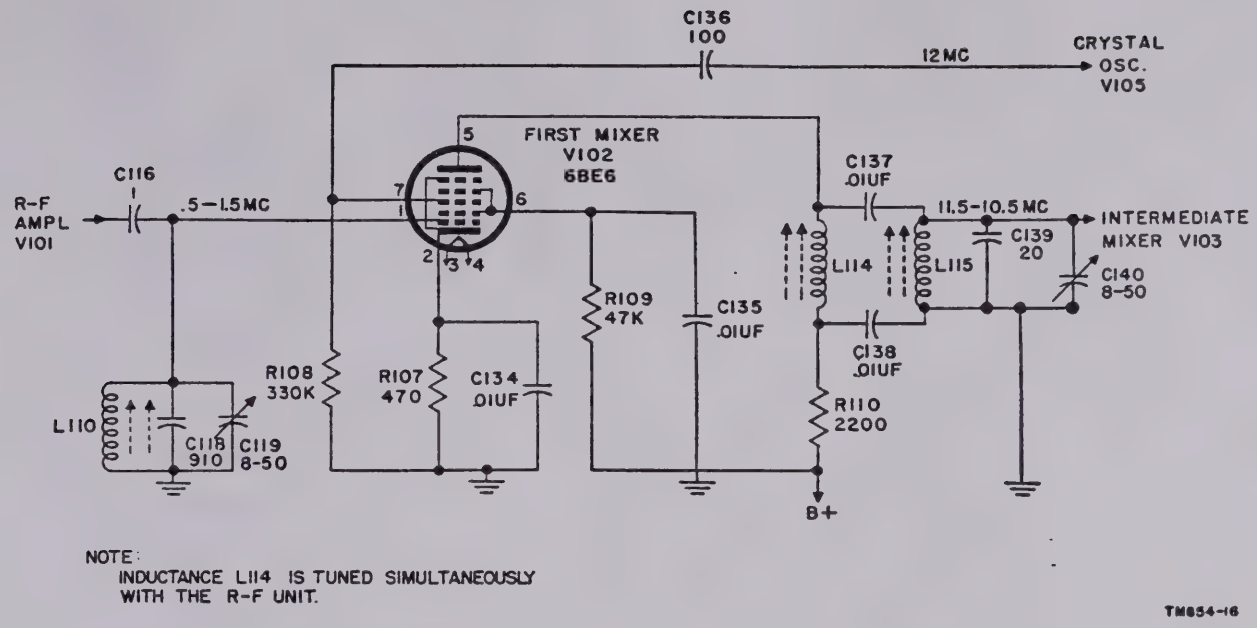

Figure 16. First mixer, tuning step 1 only, schematic diagram.
a. Tuning Step 1 (.5 to 1.5 MC). In tuning step 1 (fig. 16), the signal voltage is heterodyned with a 12-mc signal from the crystal oscillator, V105, so that the usable output of the mixer will be between 11.5 to 10.5 mc. Capacitor C116 couples the output of r-f amplifier V101 to the grid (pin 1) of the first mixer tube, V102. The mixer grid r-f circuit consists of permeability-tuned inductor L110, fixed trimmer capacitor C118, and alinement trimmer capacitor C119. The .5- to 1.5-mc signal is applied to what is normally called the oscillator grid and the 12-mc oscillator signal from the crystal oscillator, V105, is applied to the control grid (pin 7) of the first mixer tube, V102. The 12-mc oscillator signal is applied through capacitor C136 and across the grid resistor R108 which is connected between pin 7 grid and ground. Electronic mixing of the two injected voltages results in the usual sum, difference, and original voltages being produced and present in the plate current stream. The difference voltage (11.5 to 10.5 mc) r-f signal is selected by the tuned circuit in the mixer plate circuit for application to the succeeding stage, the intermediate mixer, V103. The signal voltage is developed across the plate load inductor, L114, which is permeability-tuned as part of the ganged slug racks. The developed r-f voltage is impedance-coupled into the intermediate mixer stage, through capacitor C137 to inductor L115 which is the grid coil for the intermediate mixer. The plate circuit of the first mixer, V102, is decoupled from the power supply by resistor R110 and capacitor C138. The first mixer uses cathode bias, which is developed by cathode current flow through bias resistor R107. Capacitor C134 is the cathode bypass capacitor. The screen voltage is supplied through voltage-dropping resistor R109 which is bypassed by capacitor C135.